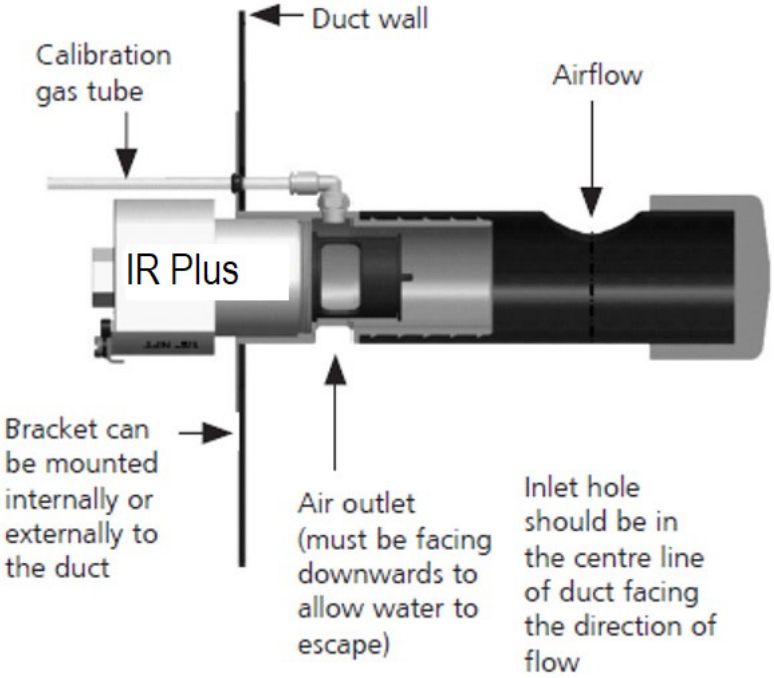

Afbeelding 13: Illustratie leidingmontage
4. Gebruik de naaf van de leidingmontage om de leiding te markeren voor het boren van de gaten, zoals is aangegeven op afbeelding 13. Zorg ervoor dat de middellijn zich bevindt op gelijke afstanden van de twee randen van de leiding.